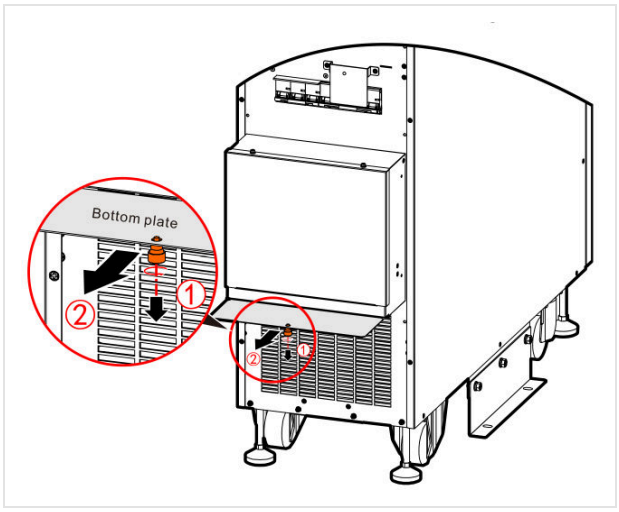

FIGURE 4-21 Removing the bottom plate
1. Loosen the screw at the bottom of the wiring box and remove the bottom plate (Figure 4-21).